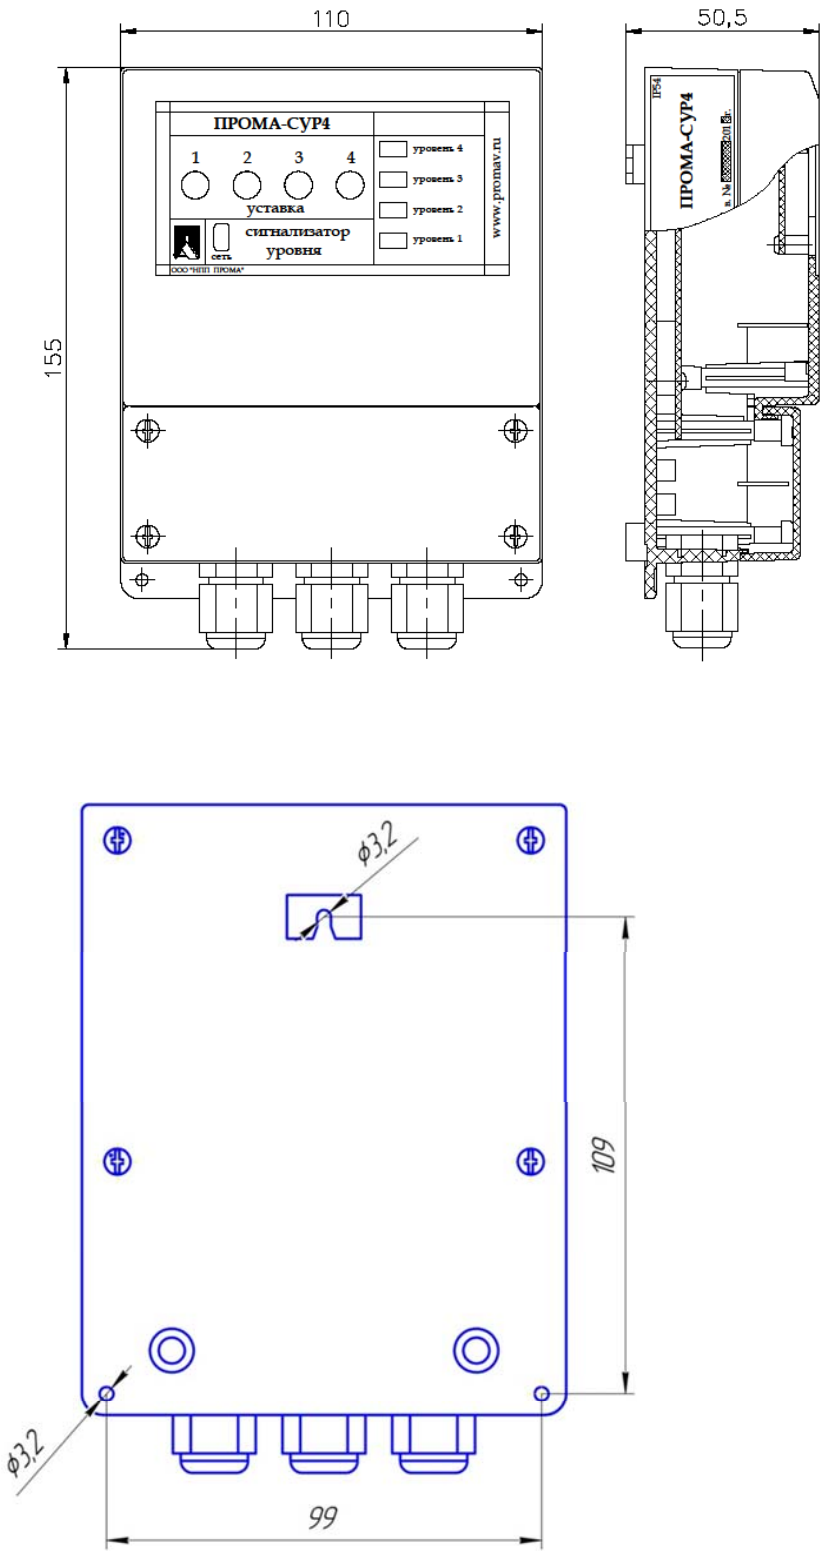

Рис. 2. Сигнализатор уровня ПРОМА-СУР-4.
6.2.Для настройки чувствительности срабатывания прибора необходимо предварительно обеспечить замыкание общего электрода с настраиваемым электродом при помощи рабочей жидкости. Поворачивая по часовой стрелке соответствующий регулятор «УСТАВКИ» (чувствительности) «1», «2», «3». «4» добиваемся срабатывания. Момент срабатывания отражается соответствующим светодиодом - «УРОВЕНЬ 1», «УРОВЕНЬ 2», «УРОВЕНЬ 3». «УРОВЕНЬ 4» (см.рис. 2 и рис.4)